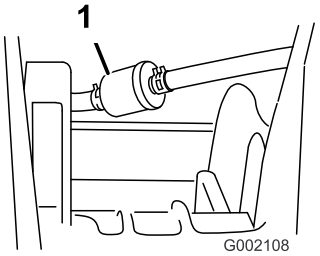

Figur 32
3. Fjern de klemmer, der fastgør brændstoffilteret til brændstofslangerne (Figur 32).